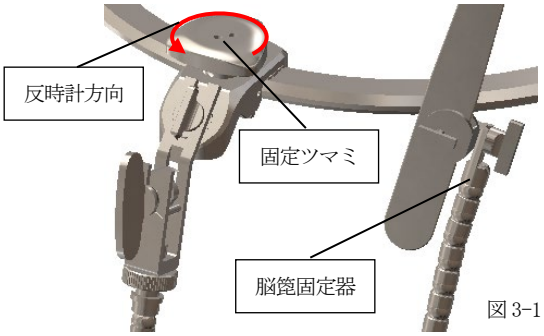

図 3-1
(3)-1 固定ツマミを反時計方向に回して固定を緩めてください。このときに脳篦固定器を握ってから緩めてください。(図 3-1)